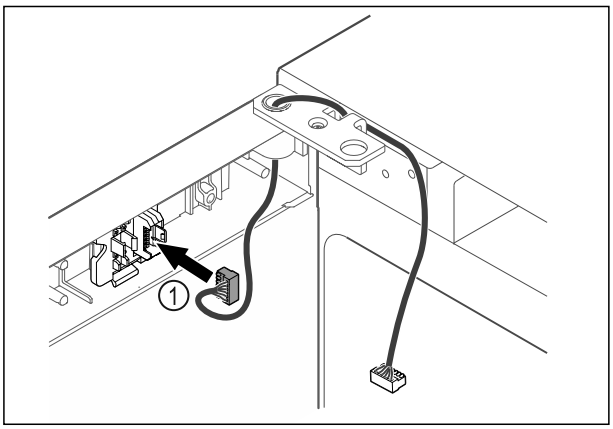

*Fig. 38*
▶ Introduceți fișa *Fig. 38 (1)* în suportul fișei.